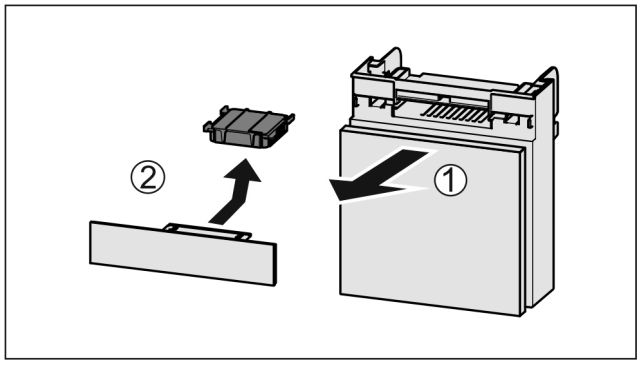

Fig. 187
▶ Predal izvlecite *Fig. 187 (1)* naprej.
▶ Odstranite *Fig. 187 (2)* aktivni ogleni filter.